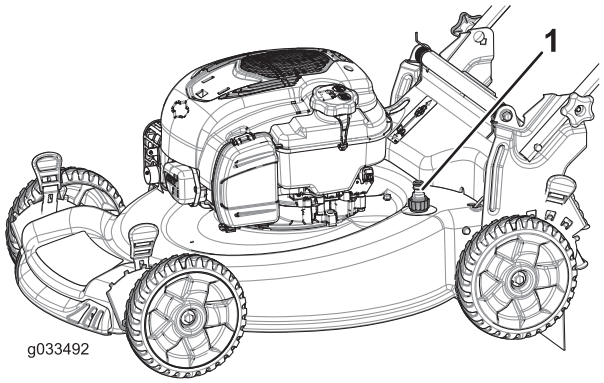

Figure 25
5. Branchez un tuyau d'arrosage, relié à une arrivée d'eau, au raccord de lavage (Figure 25).